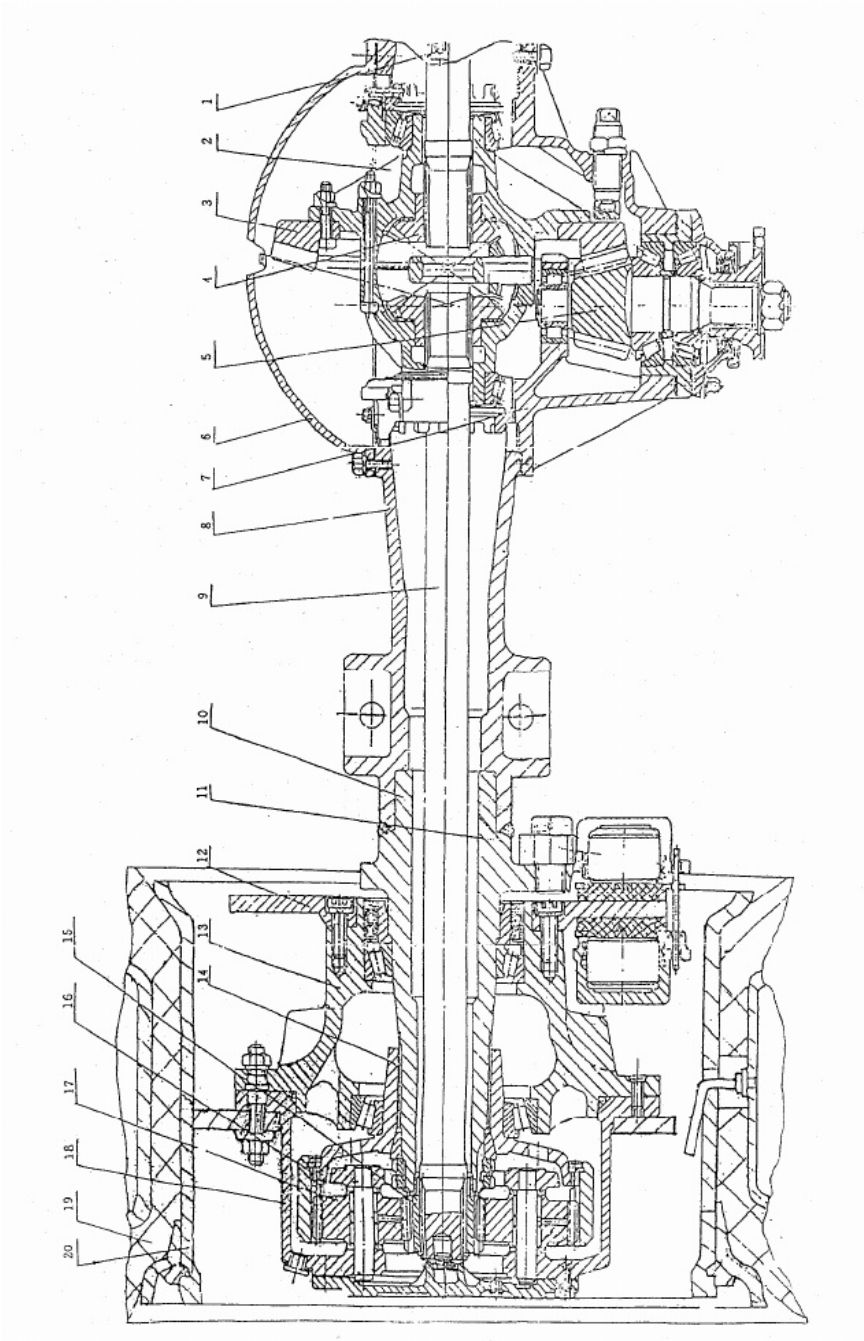

Fig. 3.4-1 Driving axle
a. Structure system figure see fig.3.4-1 driving axle;